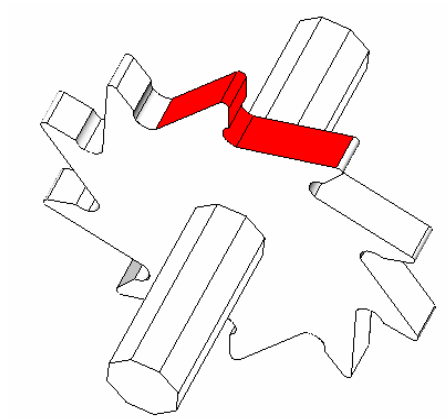

Figure 22. Selecting the surfaces to be assigned size 1 elements
14. Select the surfaces under pressure and the surfaces around them (see Figure 22).